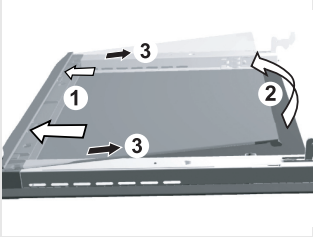

рис. 1
- Возьмите стекло дверцы за нижний край, потяните его на себя и слегка, не выше 10 мм, приподнимите. Не поднимайте слишком высоко! Настолько, чтобы язычки на уголках высвободились из прорезей (рис. 1).